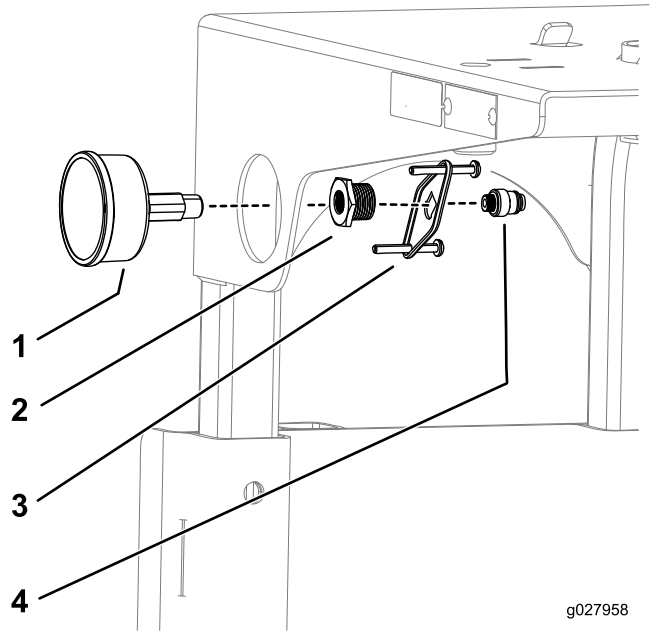

Figur 7
6. Sätt PTFE-tejp på tryckmätarens gängor och montera tryckmätarenheten enligt Figur 7.